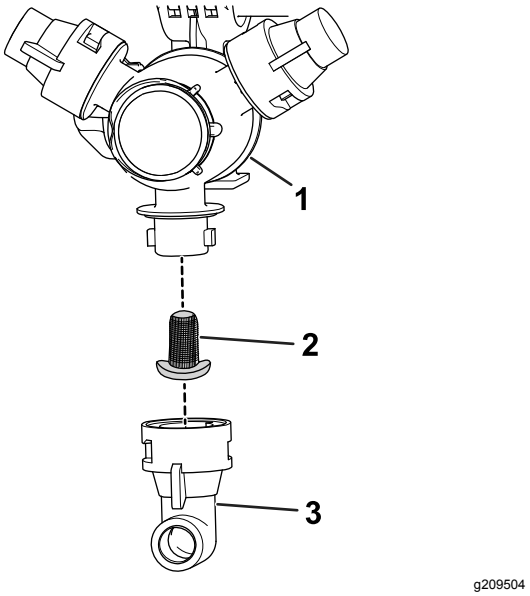

Figur 104
2. Fjern dysen fra sprøjtedysehovedet (Figur 104).
3. Fjern det gamle dysefilter (Figur 104).
4. Monter det nye dysefilter (Figur 104).
5. Monter dysen på sprøjtedysehovedet (Figur 104).